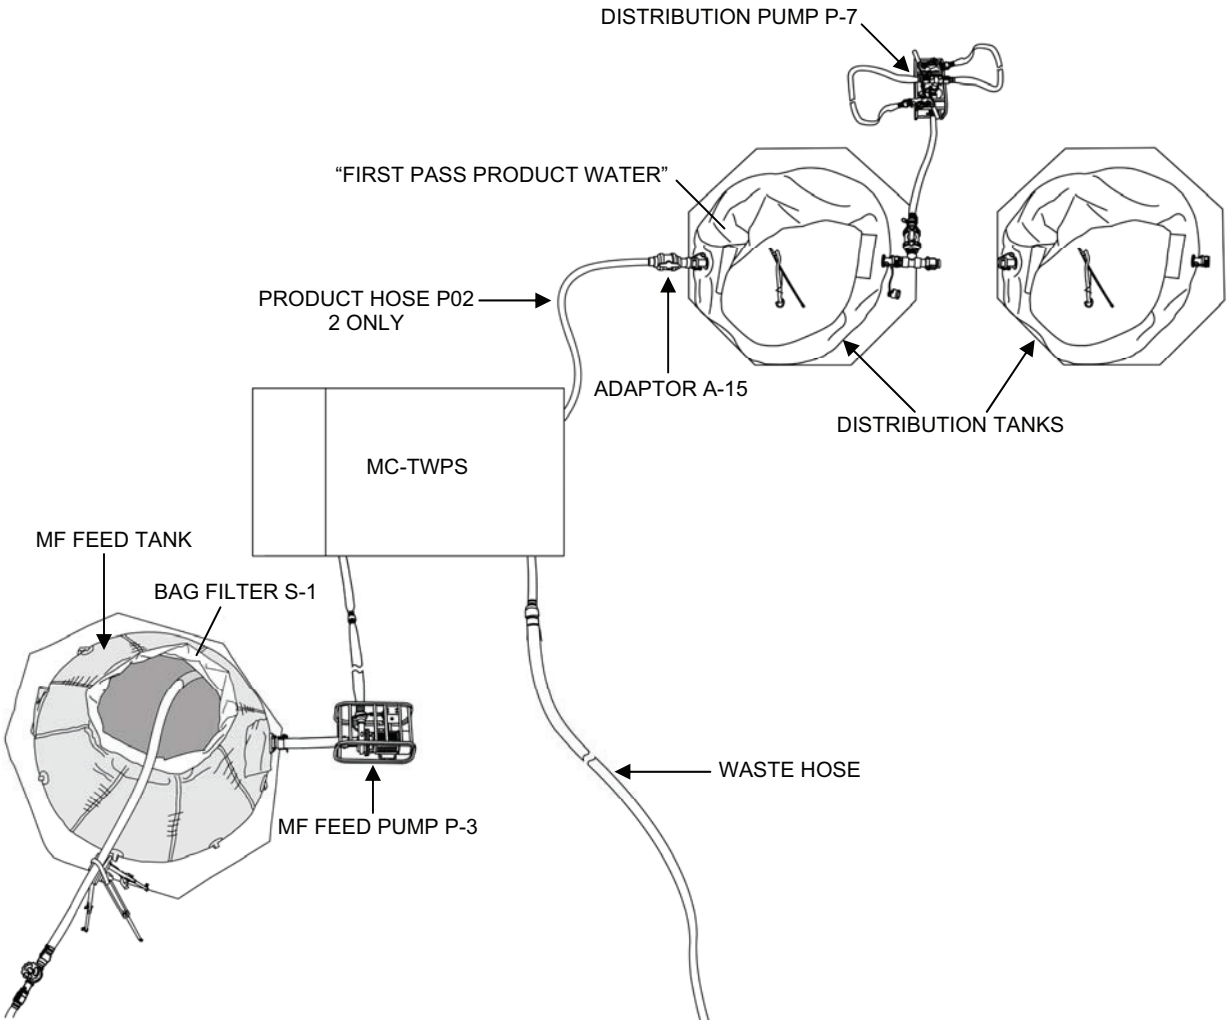

Figure 7. MC-TWPS First Pass Set-Up for Double Pass NBC Filtration Using One TWPS.
2) MC-TWPS: Do not interconnect the two distribution tanks. Connect the product hose P02 (one or two hoses only) to only one of the two tanks. Connect the distribution pump to the discharge of the same tank. Physically mark this tank to identify it as “First Pass Product Water” (Figure 7).